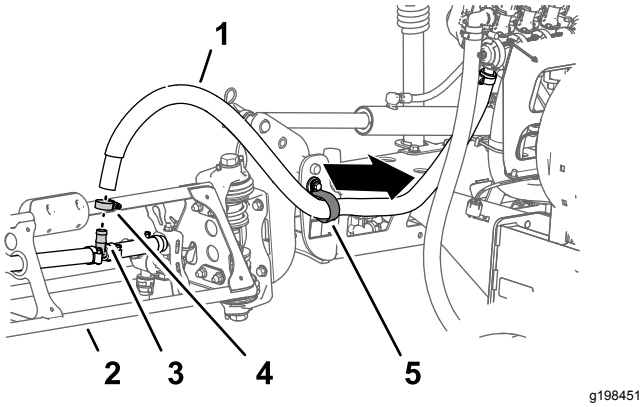

Rysunek 35
1. Przy zewnętrznej sekcji zraszania odłącz zacisk węża mocujący przewód sekcji zraszacza do trójnika z występem (Rysunek 35).
2. Zdjąć wąż z trójnika (Rysunek 35).
3. Zdjąć wolny koniec węża z zacisku R (Rysunek 35).